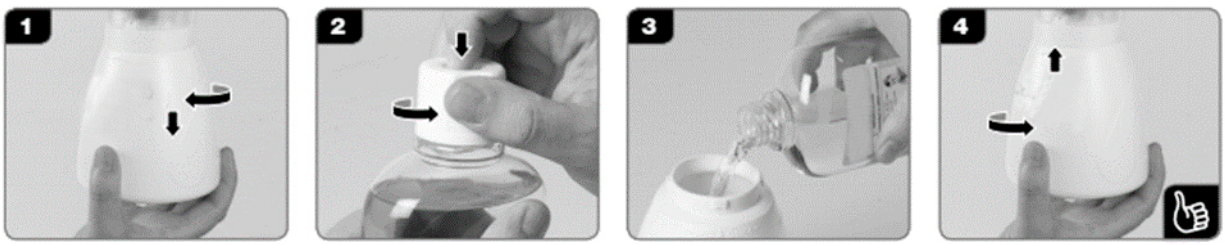

Рис. 5. Загрузка реагента
6.2.Загрузка реагента (Рис. 5)